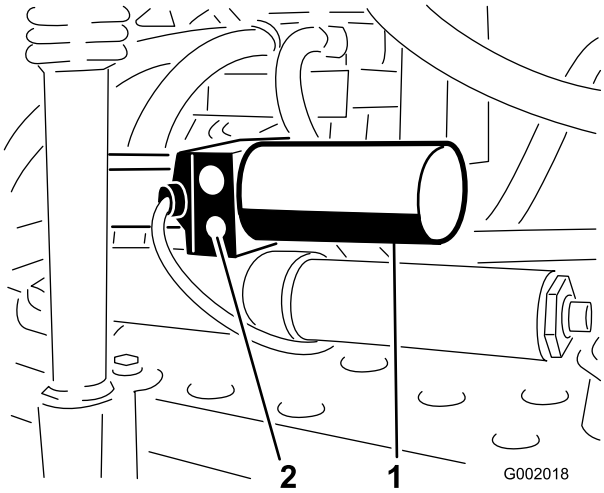

Figur 59
1. Leta reda på den manuella övertrycksventilen på manövreringsorganet till varje sprutramp. Den manuella övertrycksventilen är den mindre ventilen och sitter bara på ena sidan av manövreringsstången (Figur 59).